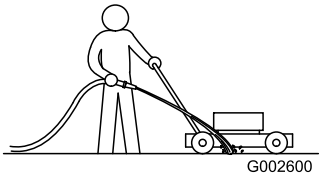

Figur 34
1. Spruta en vattenstråle framför det **högra** bakhjulet medan motorn är igång och gräsklipparen befinner sig på en plan stenbelagd yta (Figur 34).